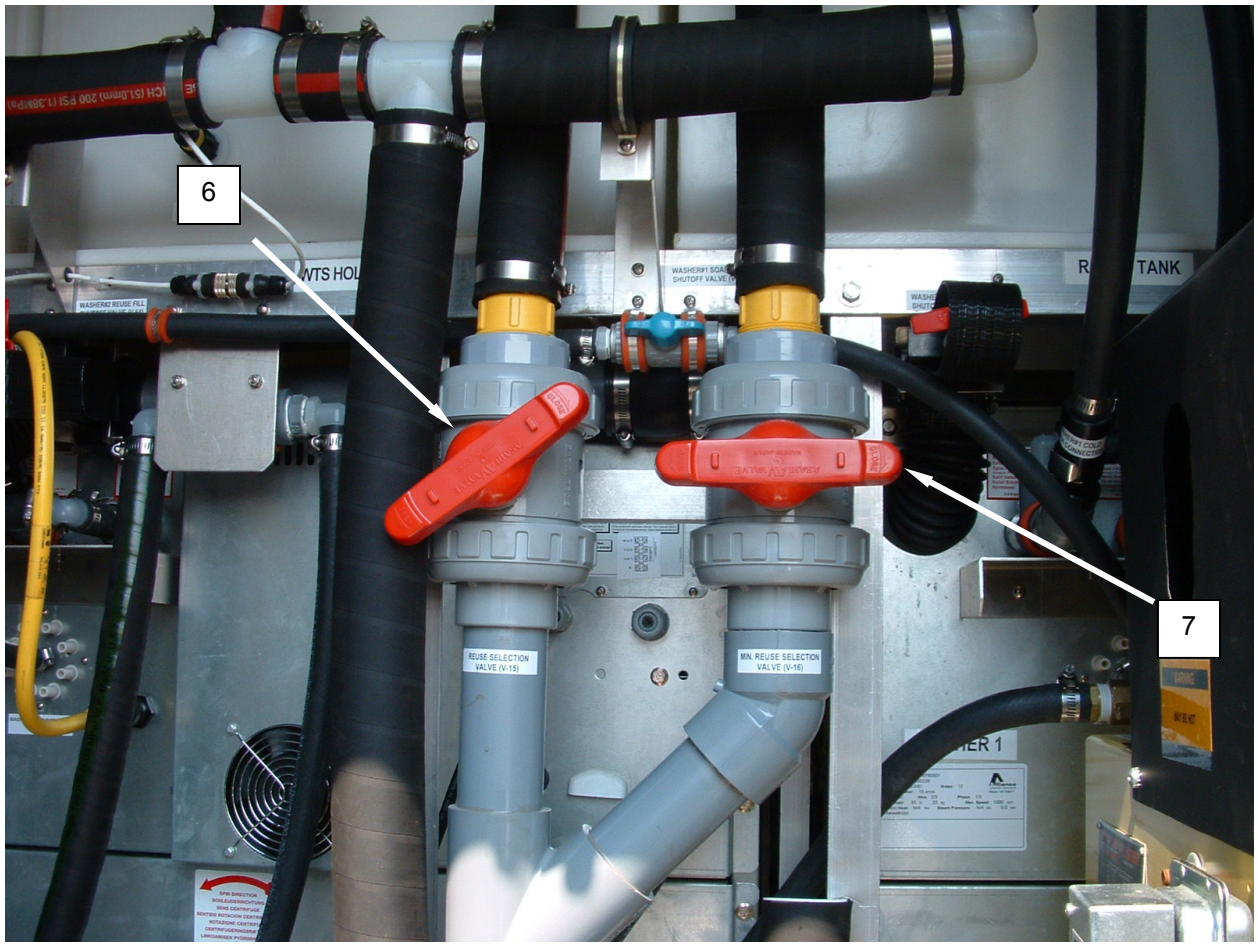

Figure 5. Valves V-15 and V-16.
Valve V-15 **(Figure 5, Item 6)** is shown throttled to a midway position. It is inadvisable to open V-15 fully, as this may cause the WTS Hold Tank to overflow.
1. Locate the water reuse selection valves V-15 **(Figure 5, Item 6)** and V-16 **(Figure 5, Item 7)** located behind the washers, and set the valves as shown in Figure 5.